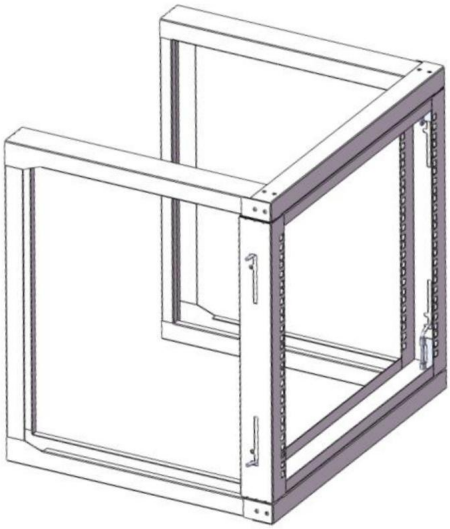

Rysunek 5
5. Wykonaj te same kroki, co w kroku 4. Zablokuj po kolei lewą stronę zestawu drzwi (3) 2 zatrzasków drzwiowych na ramie. Upewnij się, że zestaw drzwi jest zamocowany. Zobacz rysunek 5.
5. Volg dezelfde stappen als in stap 4. Vergrendel de twee deursloten aan de linkerkant van de deurset (3) één voor één op het kozijn. Zorg ervoor dat de deurset goed vastzit. Zie afbeelding 5.